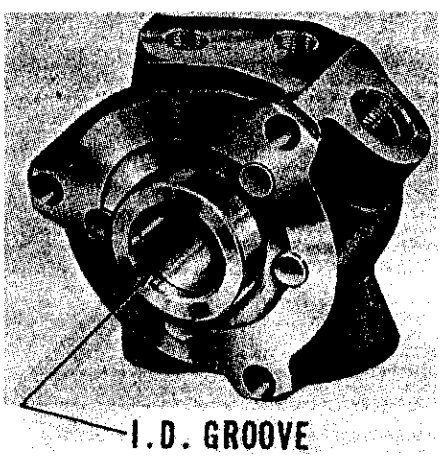

Fig. 15–Insert control valve spool in housing so that identification notch will be towards top end of steering shaft.
Note which end of the control valve spool has the identification groove (Fig. 15), then slide spool from housing. Remove the six plungers (30—Fig. 12), three springs (35) and the two check valves (29), noting which hole contained the check valves. If any of the brass seats (28 and/or 31) for the pump pressure line and the steering cylinder lines are damaged, remove them from valve housing by threading a tap into the seat, clamping tap in vise and pulling the housing from the seat. Remove seal (40) and bushing (42) from steering column. Remove seal (24) from adapter (23).